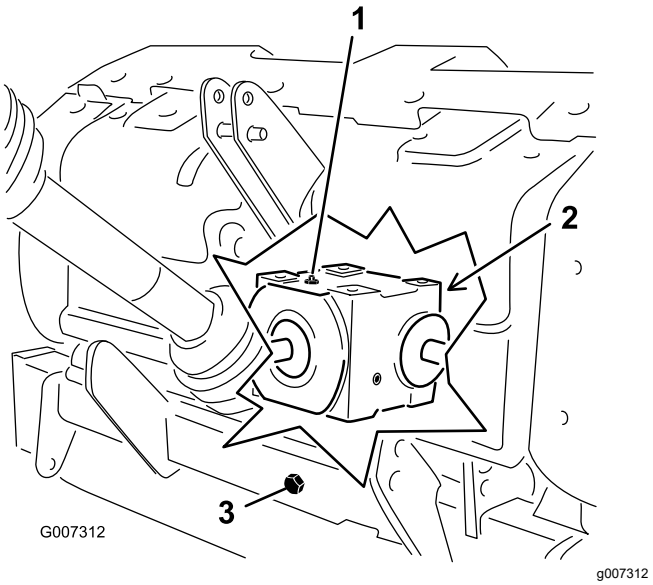

Figur 31
2. Ta bort kontrollpluggen från växellådan (Figur 31).
3. Kontrollera att oljenivån når upp till den nedre delen av kontrollpluggshålet i växellådan (Figur 31).
1. Ta bort skräp från påfyllningspluggen och avtappningslocket för att undvika kontaminering (Figur 31).